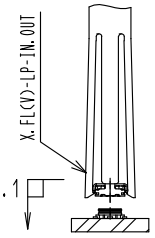

図.1
a. コネクタの勘合は、下記の挿入治具を用いて、両コネクタの結合軸を合わせ垂直に挿入してください。(図1)